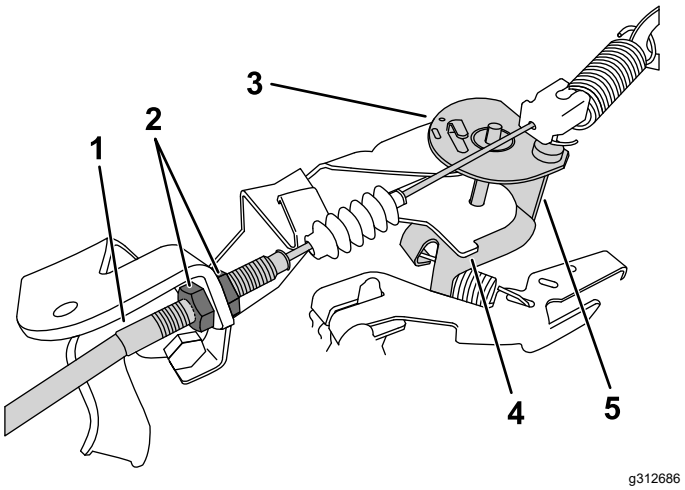

Figur 35
3. For at øge den lave tomgangshastighed skal du ved gaskablet løsne den forreste kontramøtrik og stramme den bageste kontramøtrik (Figur 35).